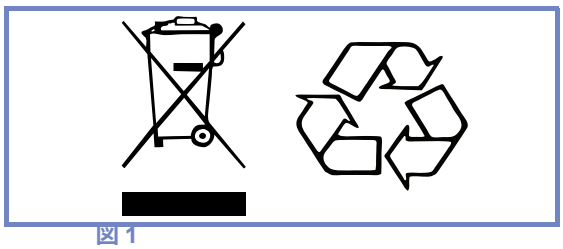

図 1
- バッテリーのリサイクルと廃棄に関しては、 WEEE 指令 （廃電気電子機器）の規定ならびに現地の地方条例に従ってください。規定や法令を遵守しない場合は、バッテリーの爆発、漏出および怪我を引き起こすことがあります。バッテリーを返送する場合は、その端子間を接着テープで絶縁してください。さもなければ、その使用されたバッテリー内部の残留電気により、火災や爆発を生じることがあります。下図 1 は、廃棄記号とリサイクル記号を示します。